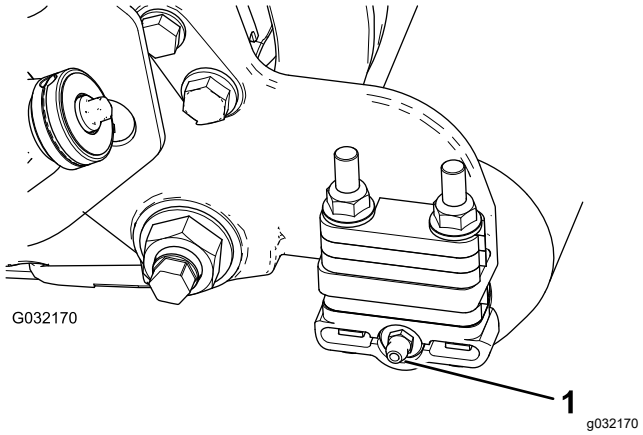

Figur 5
2. Monter 90-graders smørenippel slik at den peker bakover (Figur 5).